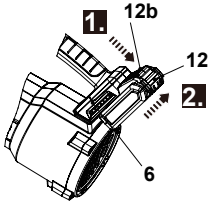

Fig.3
2. Press the release button (12b) and remove the battery pack (12) from the battery docking port (6) (Fig. 3).